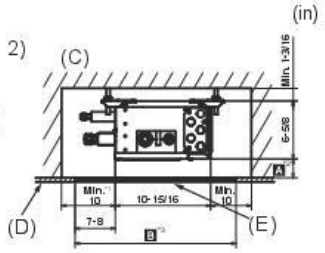
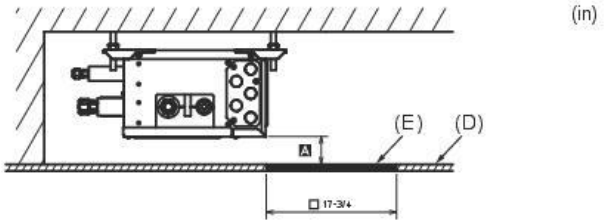

Fig. 4-8
Fig. 4-9
2) Vue de profil (Fig. 4-8, Fig. 4-9)
Si la valeur est de " □ 17-3/4 in (450 mm)", préparez un orifice d'entretien du côté de la carte de circuit intégré (comme illustré à la Fig. 4-9) et la distance A doit correspondre à "11-13/16 in (300 mm) minimum".